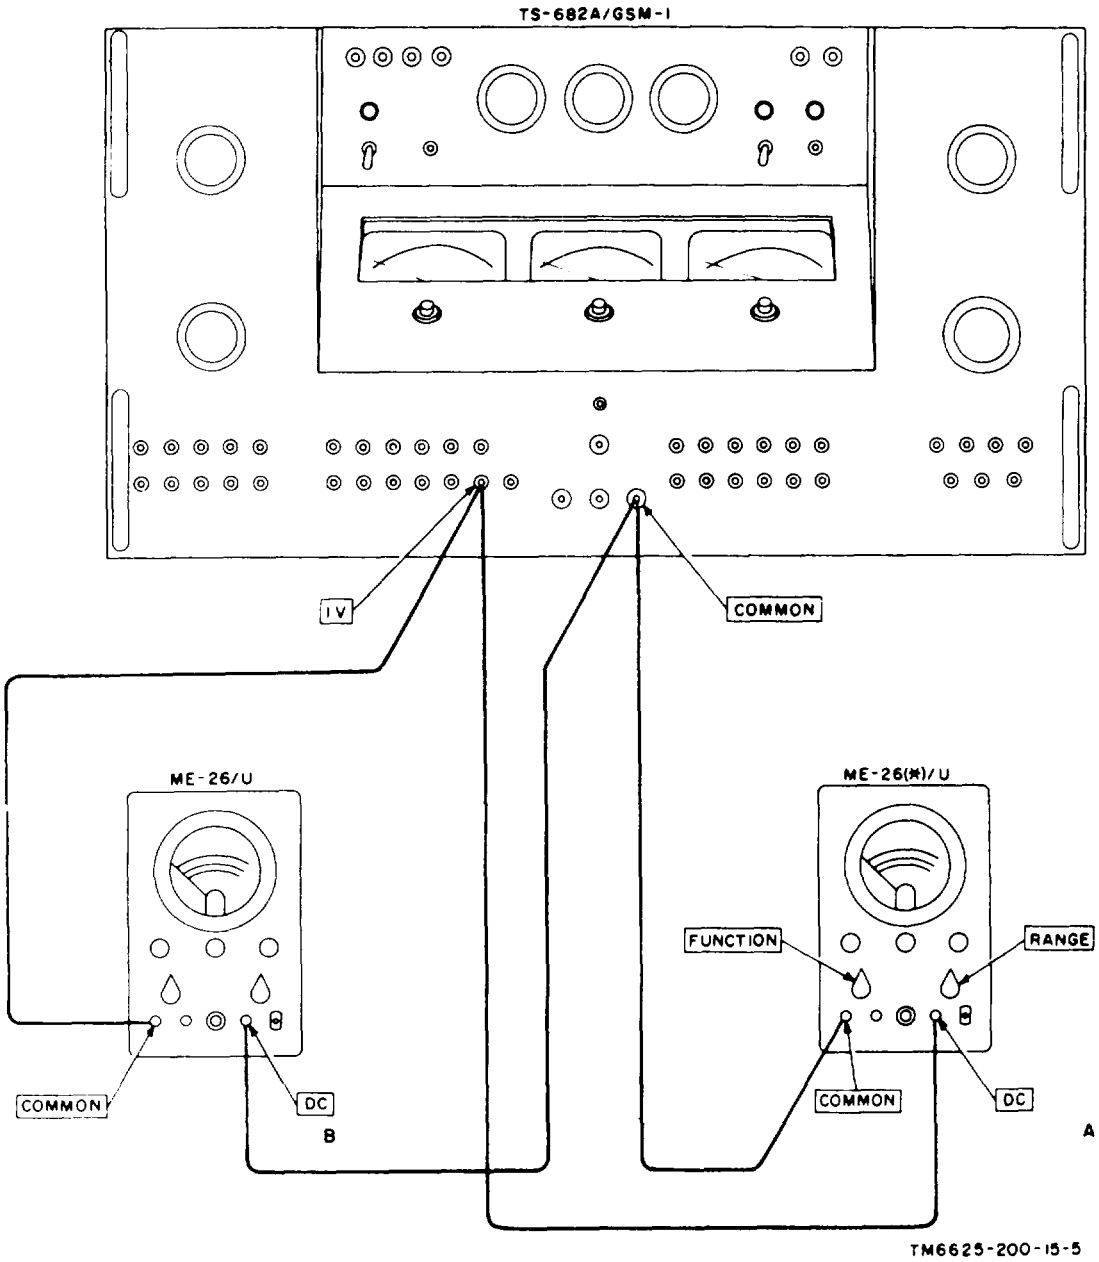

Figure 8-2. Reverse polarity and meter tracking test setup.
b. Test Connection and Conditions. Connect the equipment as shown in figure 8-2.